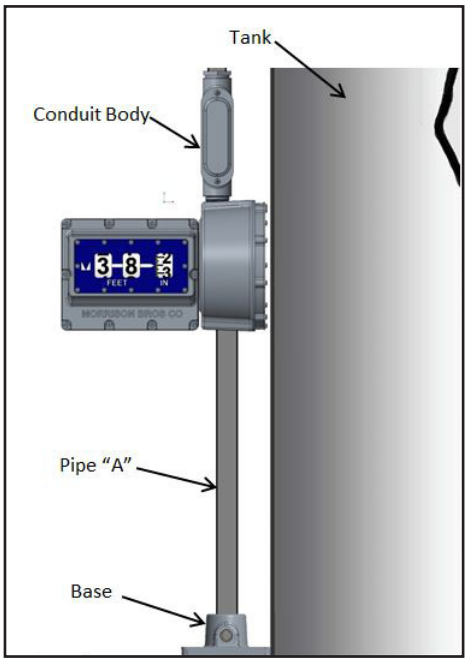
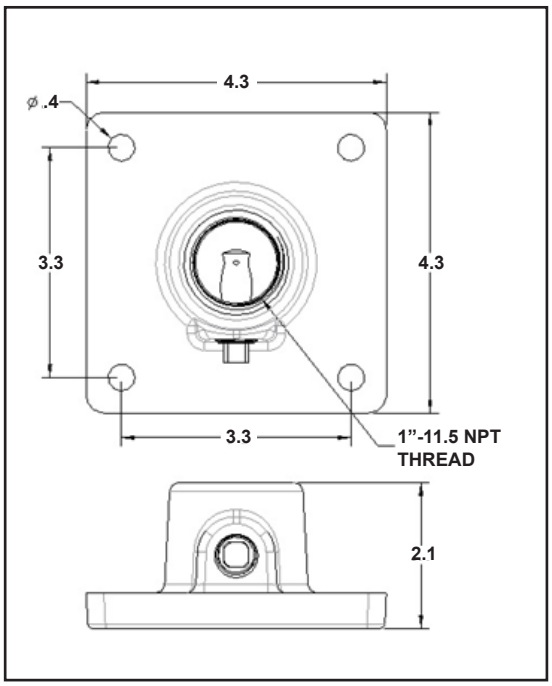

Figure 2
Figure 3
5. The 1618 gauge is to be mounted at eye level using the supplied base (See Figure 2.) Cut pipe "A" to a length that positions gauge at eye level and then thread both ends of pipe, refer to table 1 for pipe thread size, inside diameter of pipe must be free of burrs. Apply PTFE tape to the male threads on both ends of the pipe. **DO NOT use any pipe dope as this may get on the gauge cable and cause a malfunction.** Thread pipe into the based and then thread the gauge onto pipe "A".
6. Positon gauge next to tank in the desired location, see Figure 2. Once the gauge is in position anchor the base, using the holes in the base (See Figure 3) and concrete anchor bolts (not supplied). You can also use an optional tank bracket to anchor the gauge to the side of the tank (See Figure 21.) If you choose this method you will not use the base.